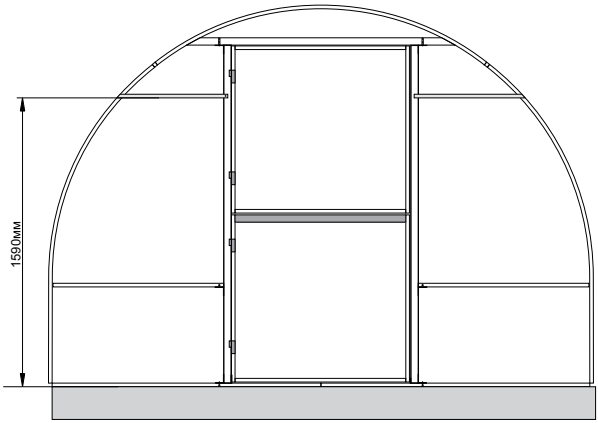

рис.1
1. Прикрепить натяжную тубу 610мм (20х10мм) с наружней стороны теплицы, поверх сотового поликарбоната с помощью саморезов 4,2х25мм. (предварительно, просверлив в дуге и стойке отверстия, диаметром 3 - 3,5мм.). Расстояние от бруса до нижнего края натяжной трубы 1590мм. Край запиленный под углом прилегает к дуге, второй край прилегает к стойке (до её середины). (см. рис.1).